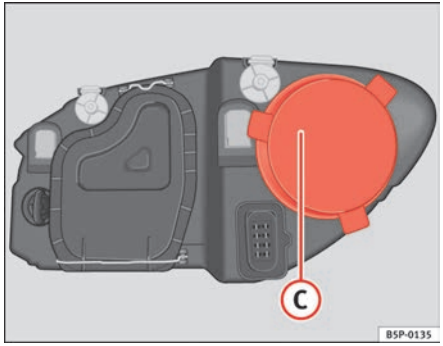

Fig. 189 Main beam headlights
– Remove the cover ⇒ fig. 189 (C) by pulling on this.